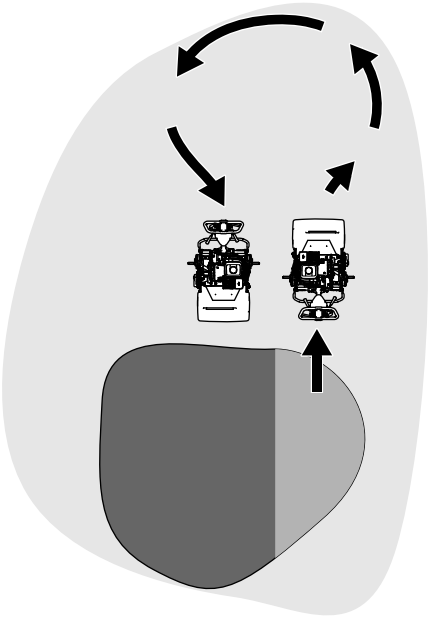

Figur 19
- Sväng maskinen utanför greenen genom att höja klippcylindern (tryck ned handtaget) och gör en droppformad sväng på drivtrumman (Figur 19).
1. Lokalisera hjuldrivningsreglaget på växellådan (Figur 19).